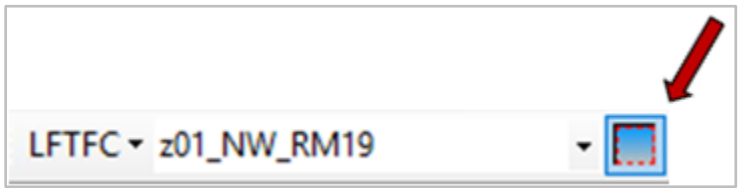

Figure 6-5. *Use the* ***Add Management*** *Icon to create a MU.*
- Click the **Add Management Unit** icon on the LFTFC toolbar (Figure 6-5) to define a Management Unit.